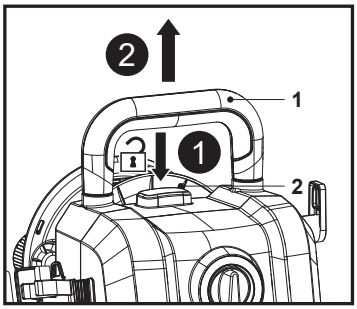

Rys. 16
1. Nacisnąć i przytrzymać przycisk blokady uchwytu (2), a następnie pociągnąć do oporu uchwyt transportowy (1) (rys. 16).